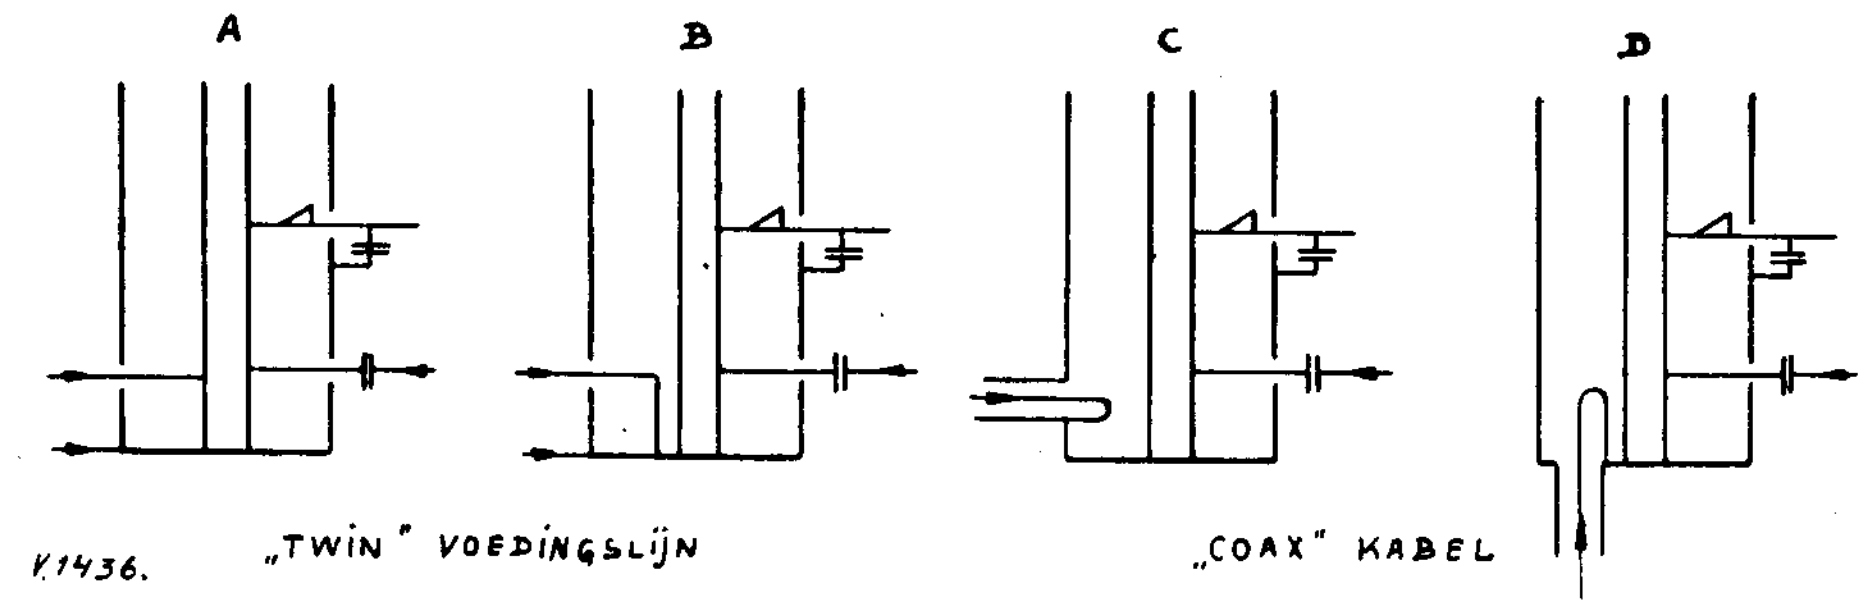

Fig. 5
f. Nu kan de voedingslijn van de antenne worden aangesloten, wat op verschillende manieren kan gebeuren (zie fig. 5). Door de feeder te „tappen" op de binnengeleider kan men de beste aanpassing vinden. Bij aansluiting van de antenne zal de diodestroom iets zakken. Er voor zorgen dat hij boven de 0,5 blijft.